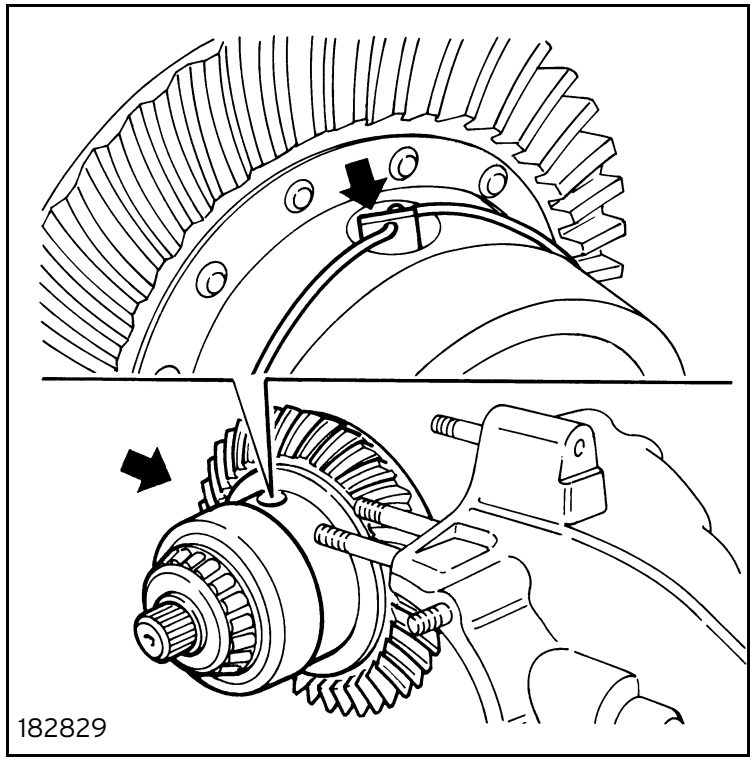

Fig. 29
- Use a suitable shim to stop the planet gears from turning (detail). Then arrange the differential assembly (figure 29).